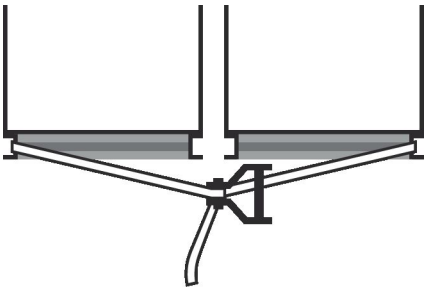

Abb. 15: Spanngurt anlegen
1. Einen Spanngurt an den Gerätegrundrahmen von 2 RLT-Bauteilen anlegen (Abb. 15).